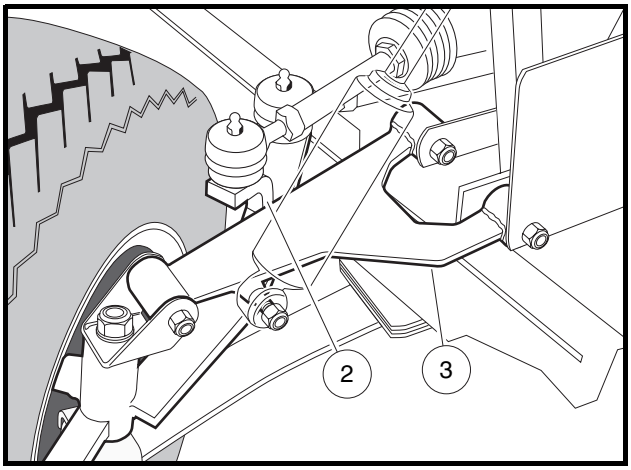

Figure 9-7 Adjust Steering Alignment
1. Turn the steering wheel all the way to the right. Note the distance between the passenger side spindle stop (2) and passenger side A-plate (3) **(Figure 9-7, Page 9-8).** The internal stop on the rack must reach its limit of travel against rack and pinion housing at exactly the same time the spindle stops against the passenger side A-plate (with vehicle wheels turned to the right). If simultaneous contact occurs, steering is in correct adjustment; proceed to step 4. If simultaneous contact does not occur, proceed to step 2.